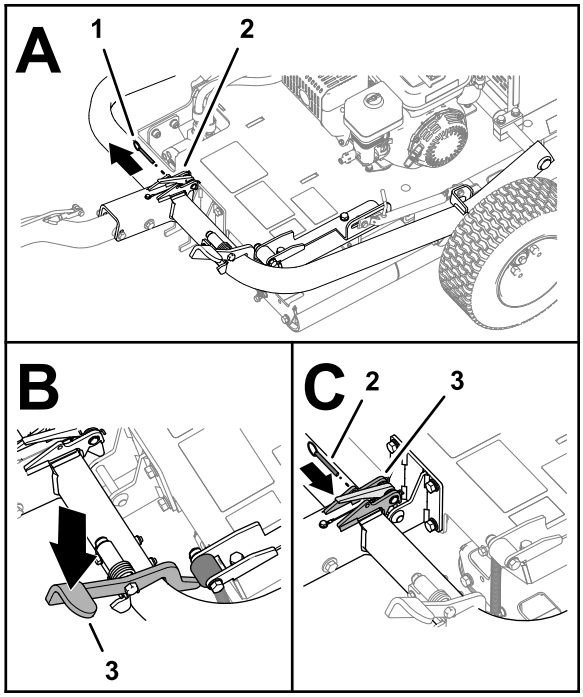

Figur 8
6. Dersom montert, fjern låsestiften fra låsen (Figur 8).
7. Trykk på koblingspedalen til låsen er på plass (Figur 8).
8. Før låsestiften gjennom hullene i låsen (Figur 8).